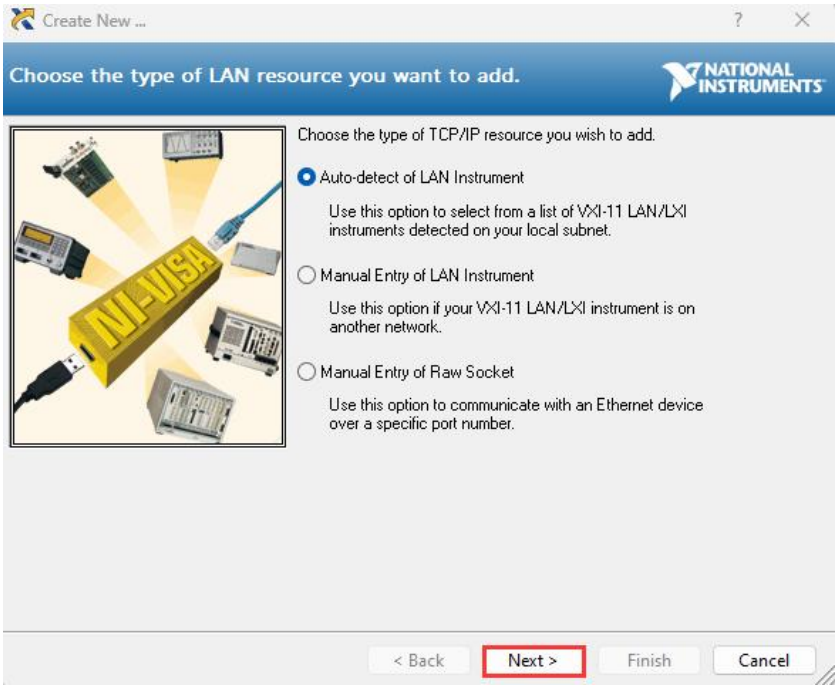

Figure 2-4
3、Enter the Creating New network interface,select " Auto-detect of LAN Instrument ", click "**Next**",as shown in Figure 2-4.